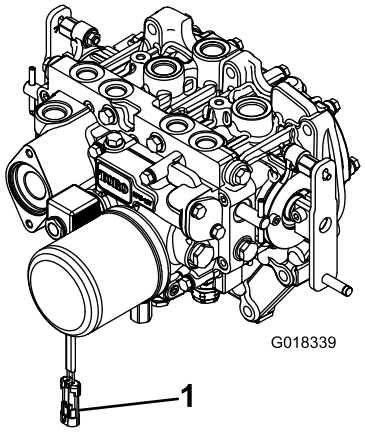

Figur 3
2. For at forhindre utilsigtet aktivering af kraftudtagskoblingen skal du koble ledningsnettets elektriske stik fra stikket til kraftudtagets solenoidspoleventil (Figur 3).
8. Når drivakslens anden ende er sluttet til redskabets gearkasseaksel, skal du slutte ledningsnettets elektriske stik til stikket på kraftudtagets solenoidspoleventil (Figur 3).